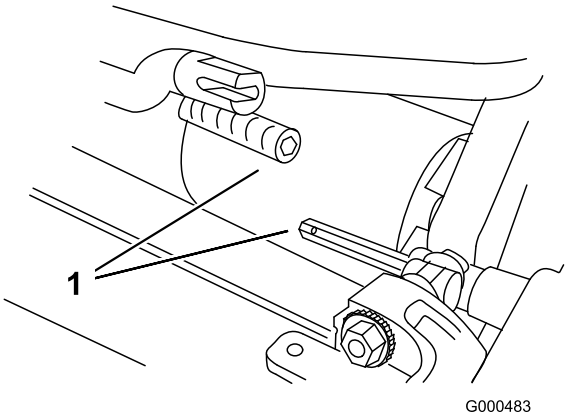

Figura 4
3. Empuje la unidad de corte por debajo de la unidad de tracción y hacia la izquierda para conectar el acoplamiento de la transmisión (Figura 4).